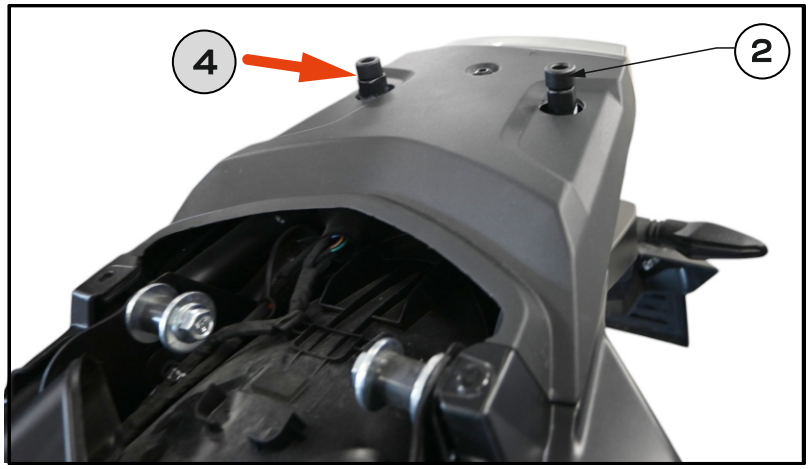

Fig. 6
4. Insert the spacer sleeves **[2].[Fig. 6]**